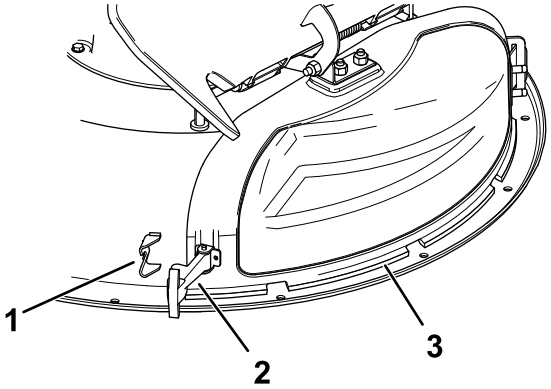

Figur 11
3. Hekt den fleksible låsen av låsekroken på utslippsdekslet og vri utslippsdekslet til høyre (Figur 11).
6. Fest utslippsdekselet til klippeenheten ved å hekte den fleksible låsen på utslippsdekselet til holdeklemmen på klippeenheten (Figur 11).